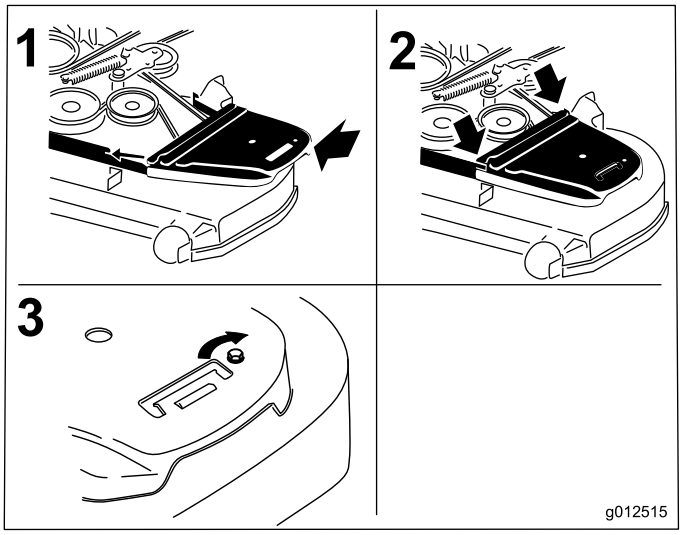

Figur 75
12. Monter remskærmene og de bolte, der sidder på dem (Figur 75).